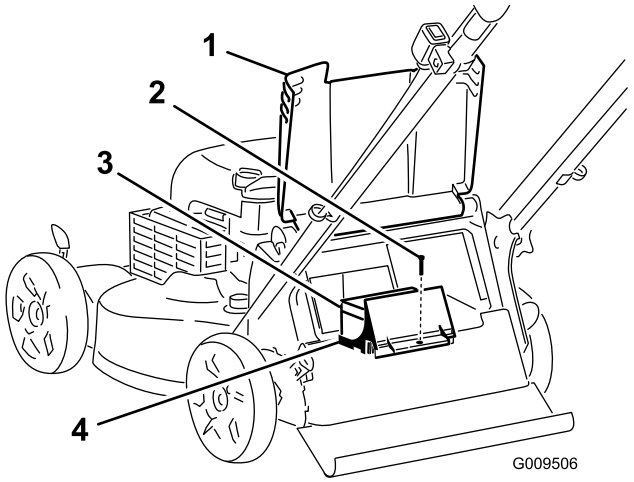

Figura 34
1. Erga o defletor traseiro e localize o compartimento da bateria (Figura 34).